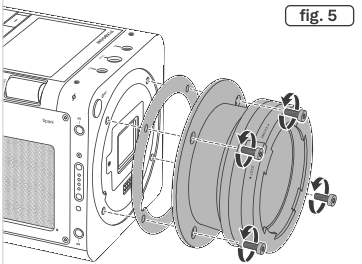

fig. 5
4. Fixez le nouvel adaptateur de monture (3) associé à sa cale d'adaptation (41) (fig. 5).